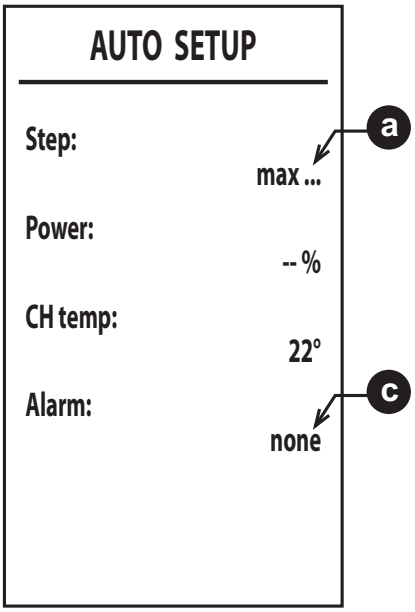

рис. 38
6. После розжига горелка устанавливается на различные мощности (**max, med, min** - макс., сред., мин.), показываемые в точке a (рис. 38).
8. Если последовательность розжига, описанная в пункте **"6"**, не дала положительных результатов, появляется сообщение **max_err** в точке a и код ошибки в точке c (рис. 38).